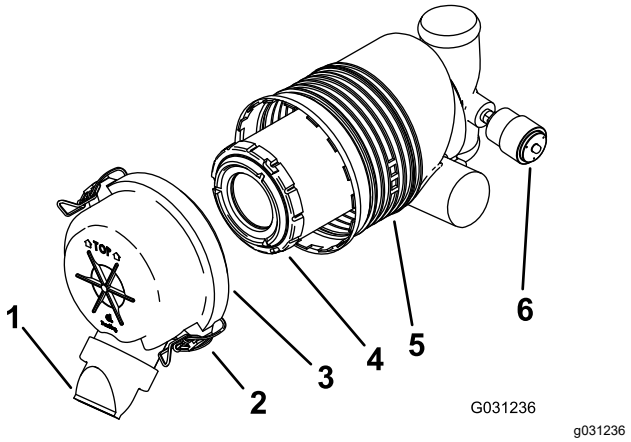

Rysunek 30
Ważne: **Filtr powietrza wymieniaj tylko wtedy, gdy wskaźnik serwisowy wskazuje kolor czerwony (Rysunek 30). Zbyt wczesna wymiana filtra powietrza może jedynie zwiększyć ryzyko wprowadzenia zanieczyszczeń do silnika po zdjęciu filtra.**
5. Zwolnij zatrzaski znajdujące się na filtrze powietrza i zdejmij pokrywę filtra powietrza z obudowy filtra (Rysunek 30).
- Jeżeli wskaźnik serwisowy jest przezroczysty, zamontuj pokrywę filtra powietrza wraz z osłoną przeciwpyłową, skierowaną w dół i zamocuj zatrzaski (Rysunek 30).
1. Delikatnie wysuń filtr powietrza z obudowy (Rysunek 30).
3. Ostrożnie zamontuj filtr (Rysunek 30).
4. Zamontuj pokrywę filtra powietrza wraz z osłoną przeciwpyłową skierowaną w dół i zamocuj zatrzaski (Rysunek 30).